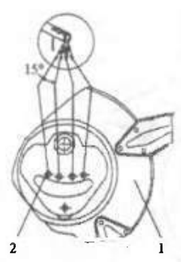

Рис. 7. Регулировка наклона граблин:
– изменение угла наклона граблин при помощи отверстий 2(рис. 7).